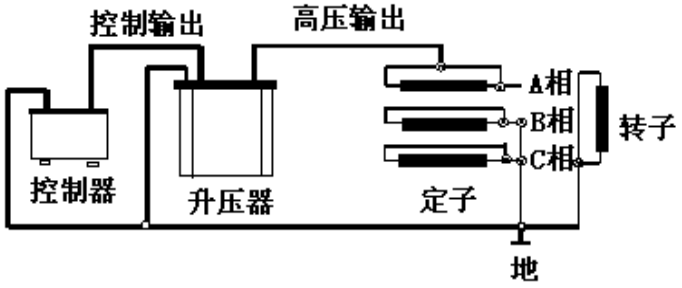

图 9 测量定子的某相连线图
2、连线方法：试验时应分相进行，被试相加压，非被试相短接接地。如图 9 所示